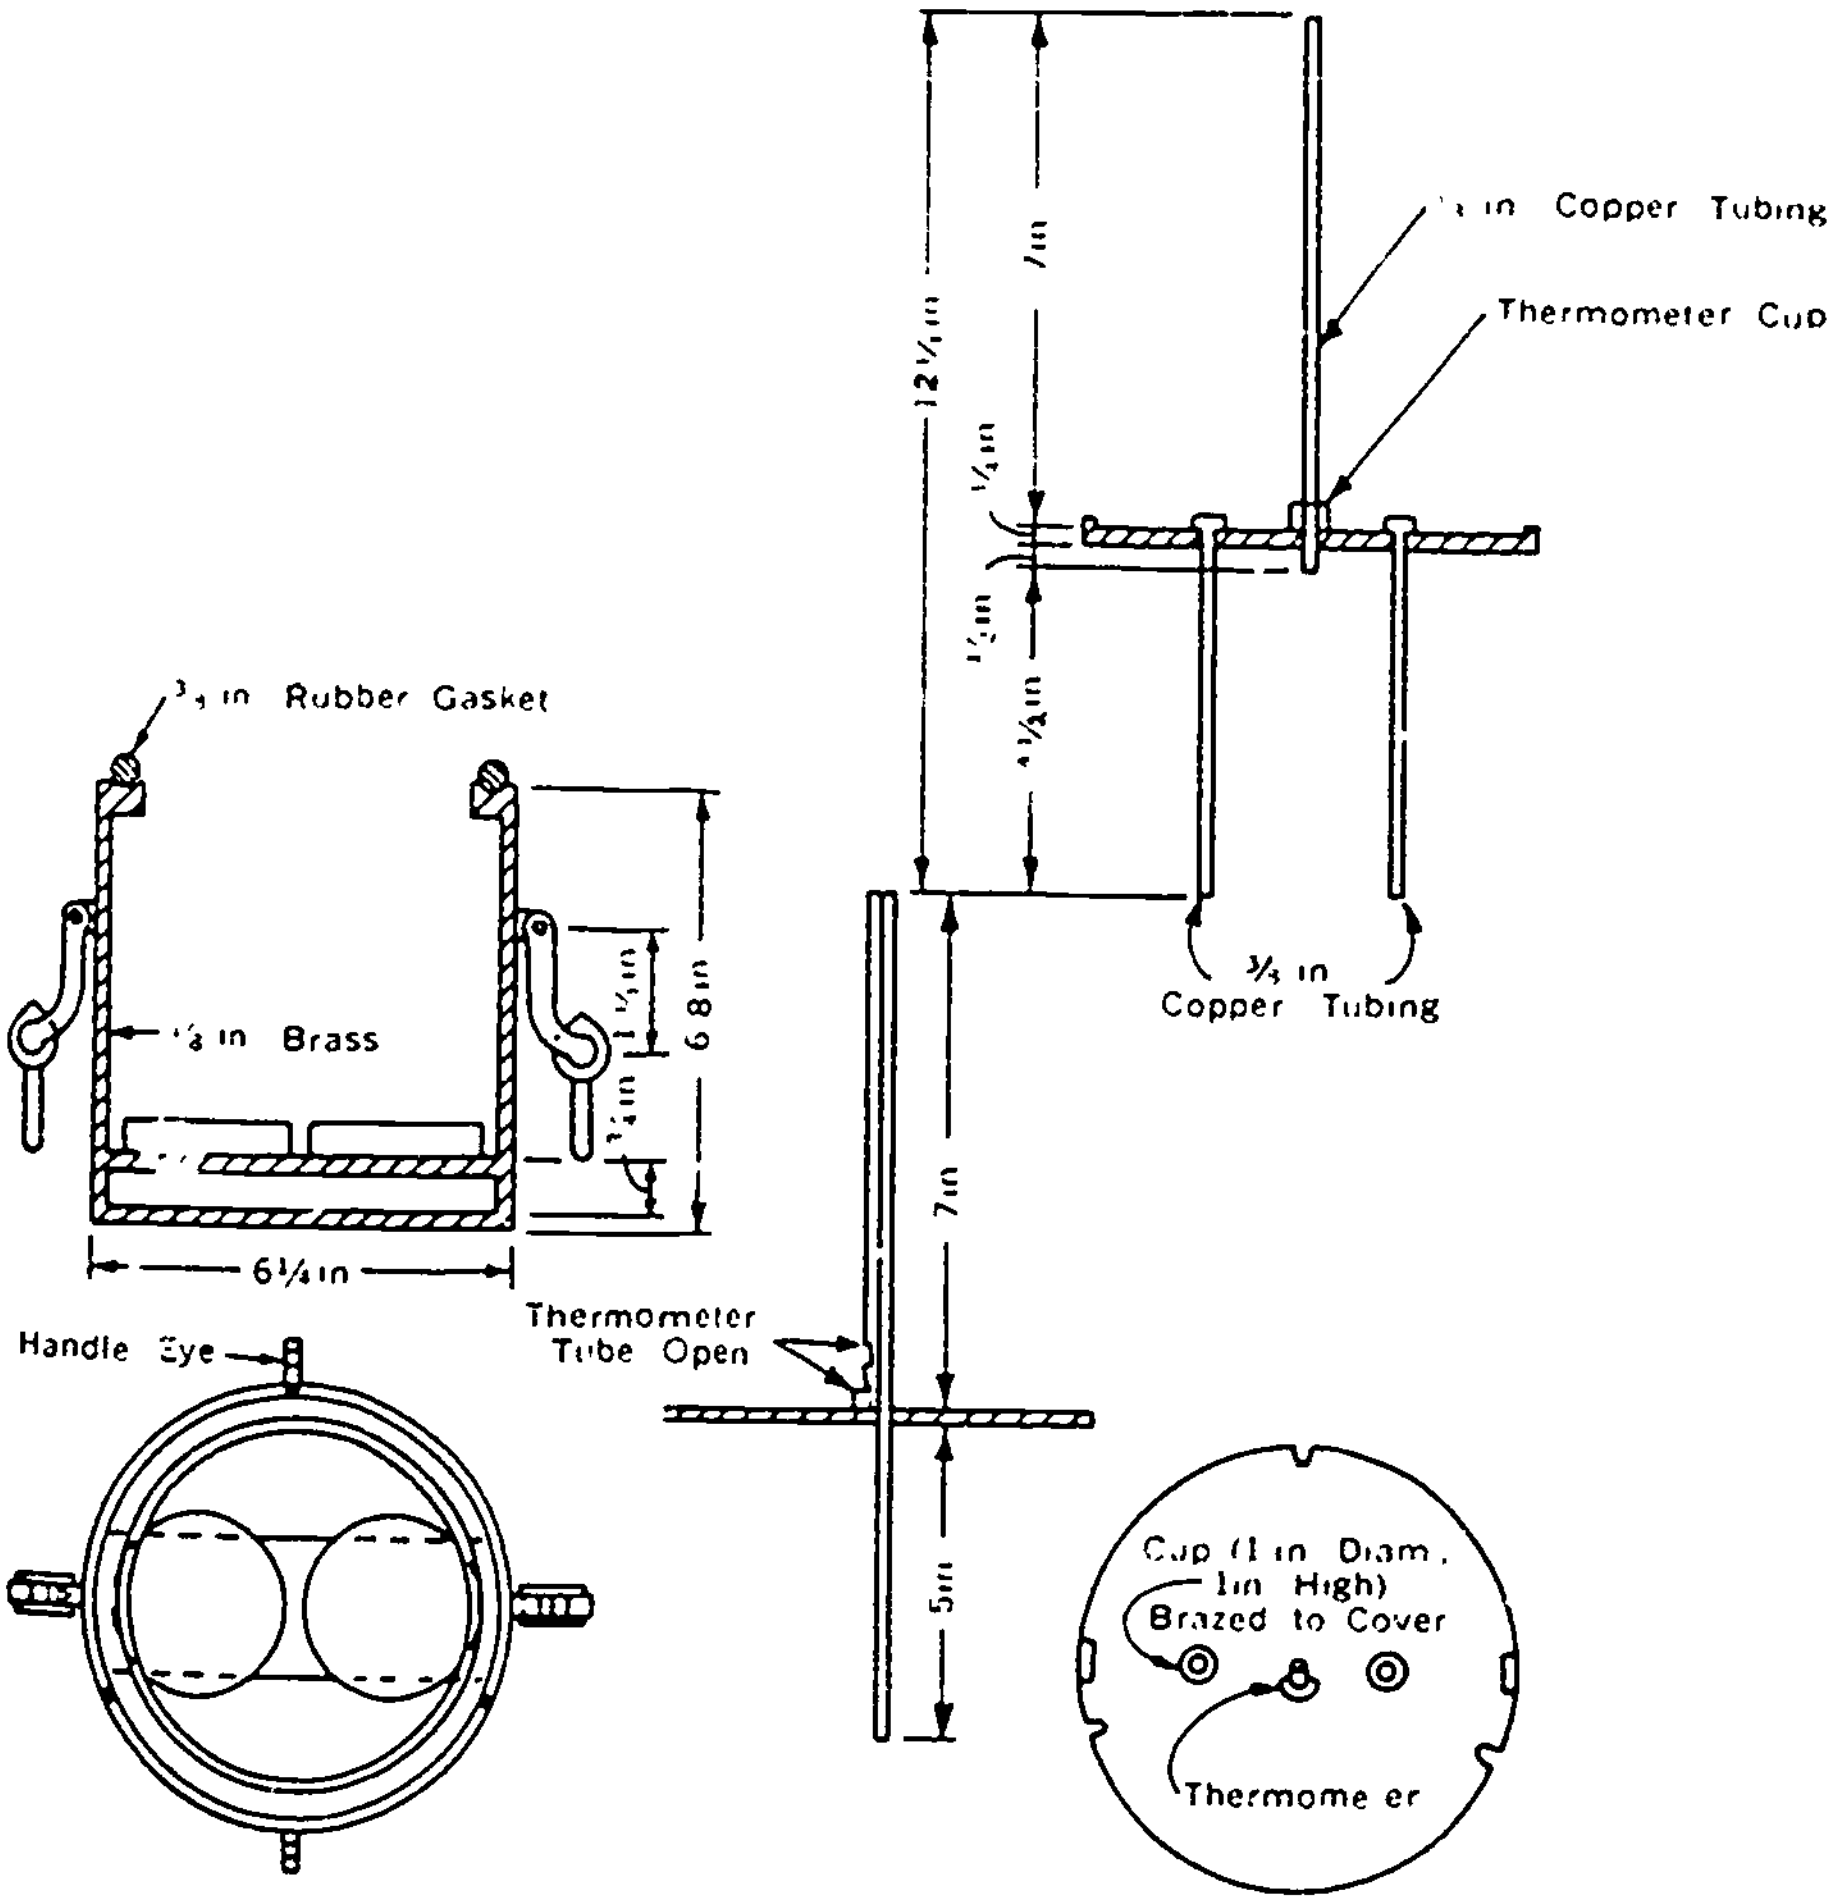

Fig. 21.1 DO sampler
3. Use suitable sampler for streams, reservoirs or tanks of moderate depth such as that shown in Figure 21.1. Use a Kemmerer-type sampler for samples collected from depths greater than 6½ feet (2 m).